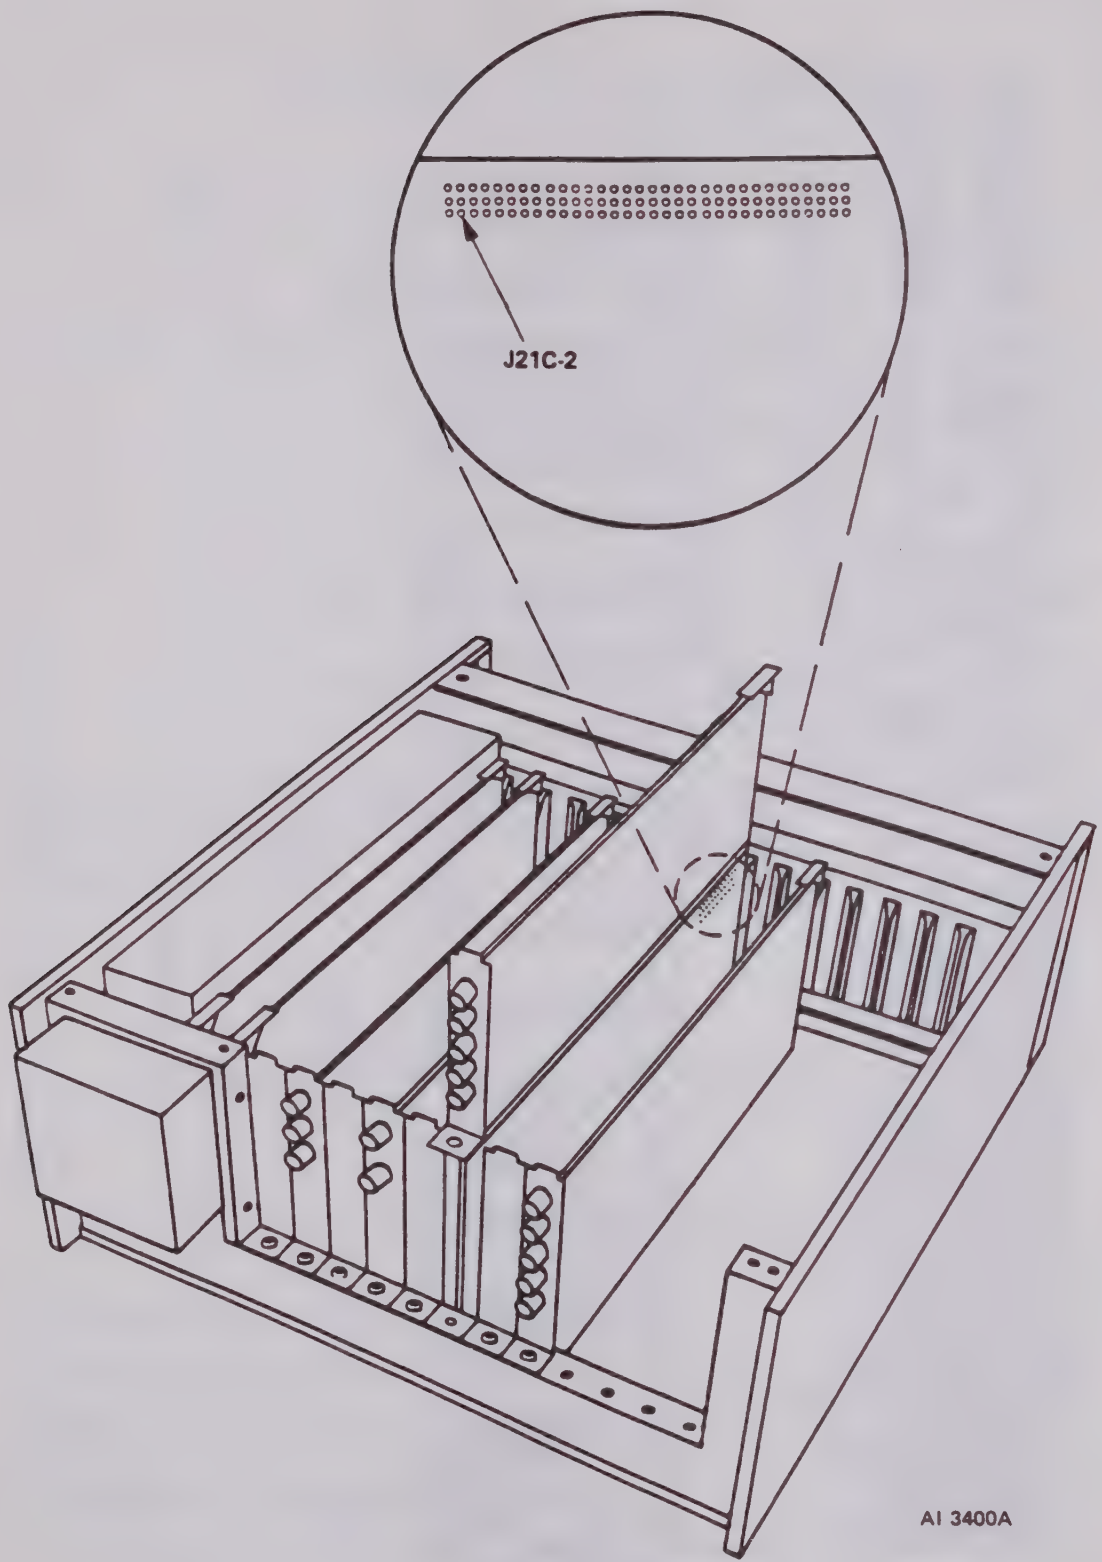

Figure 3.50. DS3 2x2 Card Demux Voltages
3. Check for supply voltages of +5 volts dc at connector J21, row C, pin 2, see Figure 3.50.